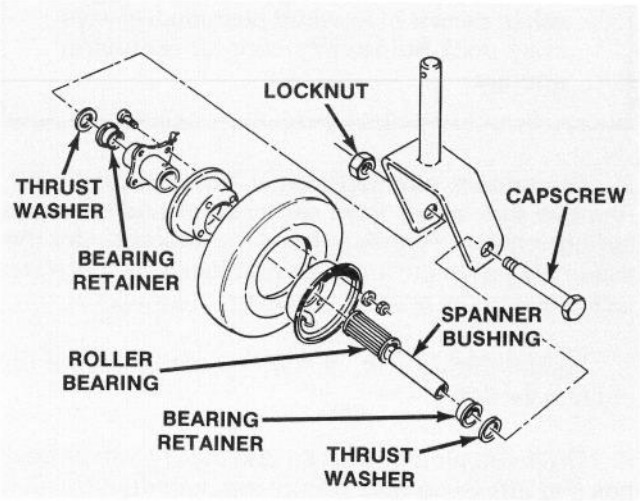

Figure 32
1. Remove locknut from axle holding castor wheel assembly between castor fork (Fig. 32). Grasp castor wheel and slide axle out of fork.
Note: Account for the two thrust washers (Fig. 32).
2. Tip wheel to the side and allow roller bearing and spanner bushing to fall out (Fig. 32).
6. Pump grease through grease fitting on axle (Fig. 32) until bearing is greased thoroughly.